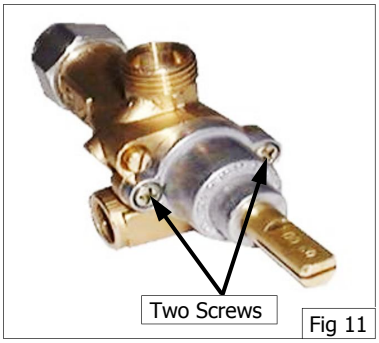

Fig 11
e. Remove 2 screws holding shaft plate to gas control body and remove control shaft and plate. (See Fig 11). Note orientation of shaft for correct re-assembly.